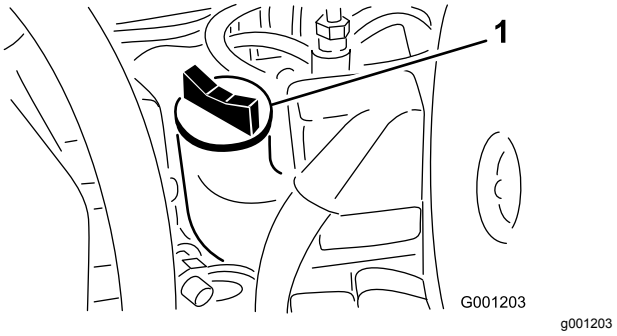

Figuur 49
4. Als het oliepeil beneden de Vol-markering staat, verwijdert u de vuldop (Figuur 49) en vult u bij met olie totdat het oliepeil de Vol-markering op de peilstok bereikt. **Niet te vol vullen**.